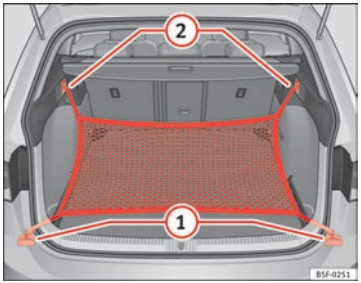

Fig. 109 In the luggage compartment: rings ① and hooks ② to fasten the net bag (LEON ST model).
- Secure the short net hooks in the fastening rings ⇒ Fig. 109 ① ⇒ ⚠. The bag's zip should be facing upwards.
- Secure the straps to the hooks for hanging bags ②.